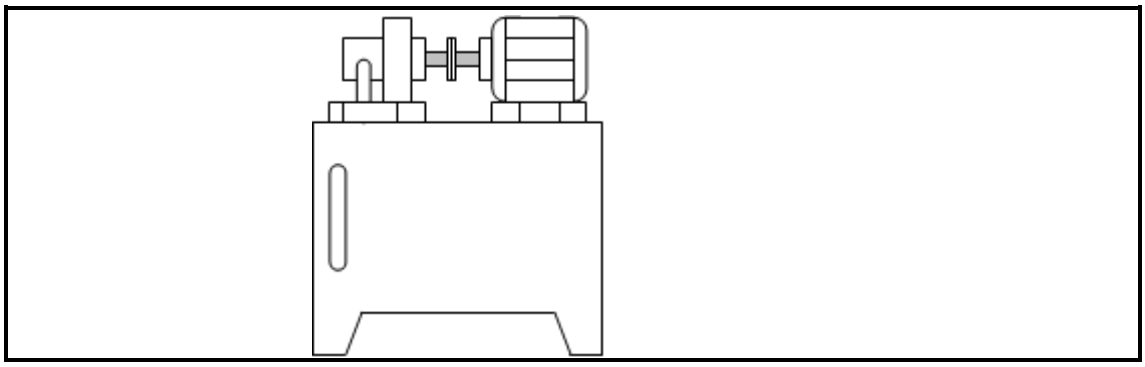

FIGURE 1
3.6 Study FIGURE 1 of the hydraulic power pack.